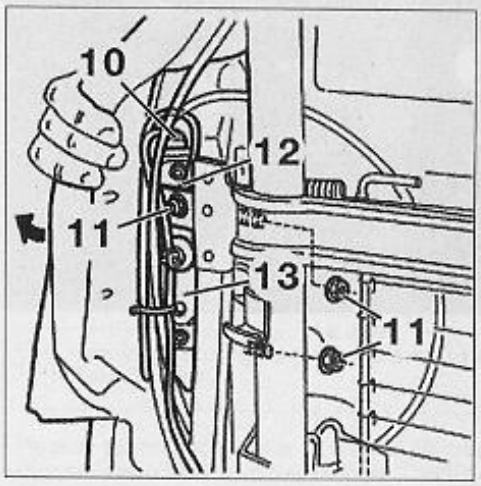

FIG. 17
• Détacher la fixation (8) en libérant les tirants (9).
• Débrancher le connecteur (10) (**Fig.17**).